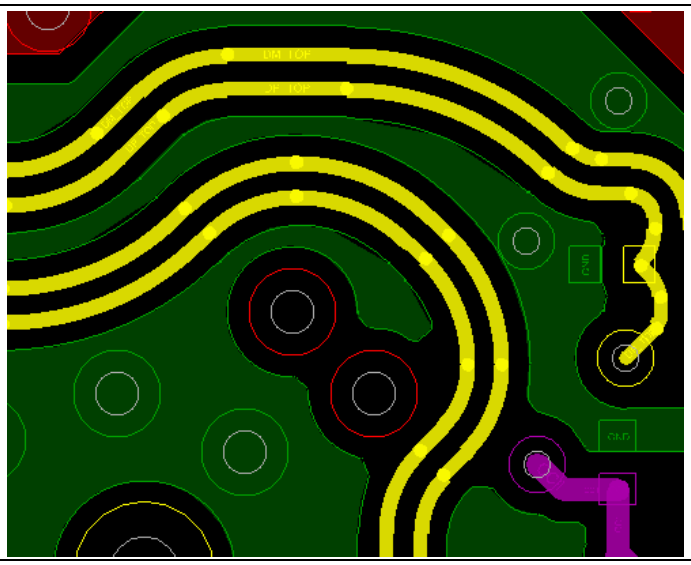

Figure 30 USB 高速信号布线—圆形弯曲
- 在 USB 信号线上，尽量减少使用弯曲布线。请勿使用 90 度的弯曲布线。如果需要，请使用 45 度的弯曲或圆形 (曲线) 布线 (参见 **Figure 30**)。
Figure 30 显示了推荐的 PMG1-S3 97-BGA 器件焊盘图形。该焊盘图形的特定位置上放置了椭圆形焊盘。建议使用椭圆形焊盘，以便通过去除高密度互连 (HDI) 板加工来降低制造成本。使用该方法，PCB 设计人员可以将内周长的球形焊盘路由到顶层。建议 MDI (中密度) PCB 设计使用该焊盘图形，因为这些设计的构建成本一般比较低。